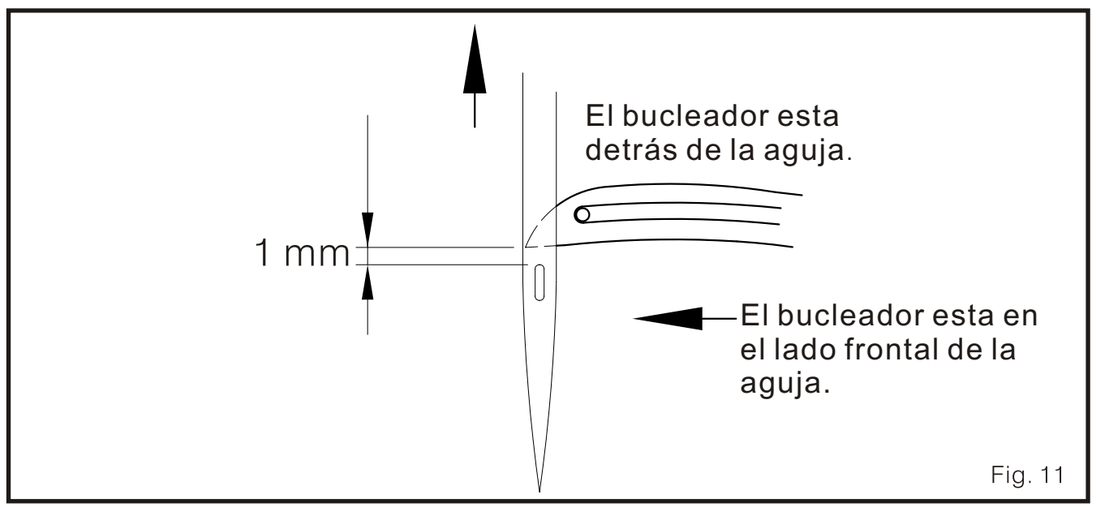

Fig. 11
1. Cuando la aguja se mueve al punto izquierdo muerto, franja 0, el bucleador empezara a balancearse a la izquierda desde el punto muerto derecho. Cuando el la punta del bucleador inferior pase por atrás de la aguja, el bucleador debe estar a 1 mm encima del borde superior del ojal de la aguja. (Fig. 11)